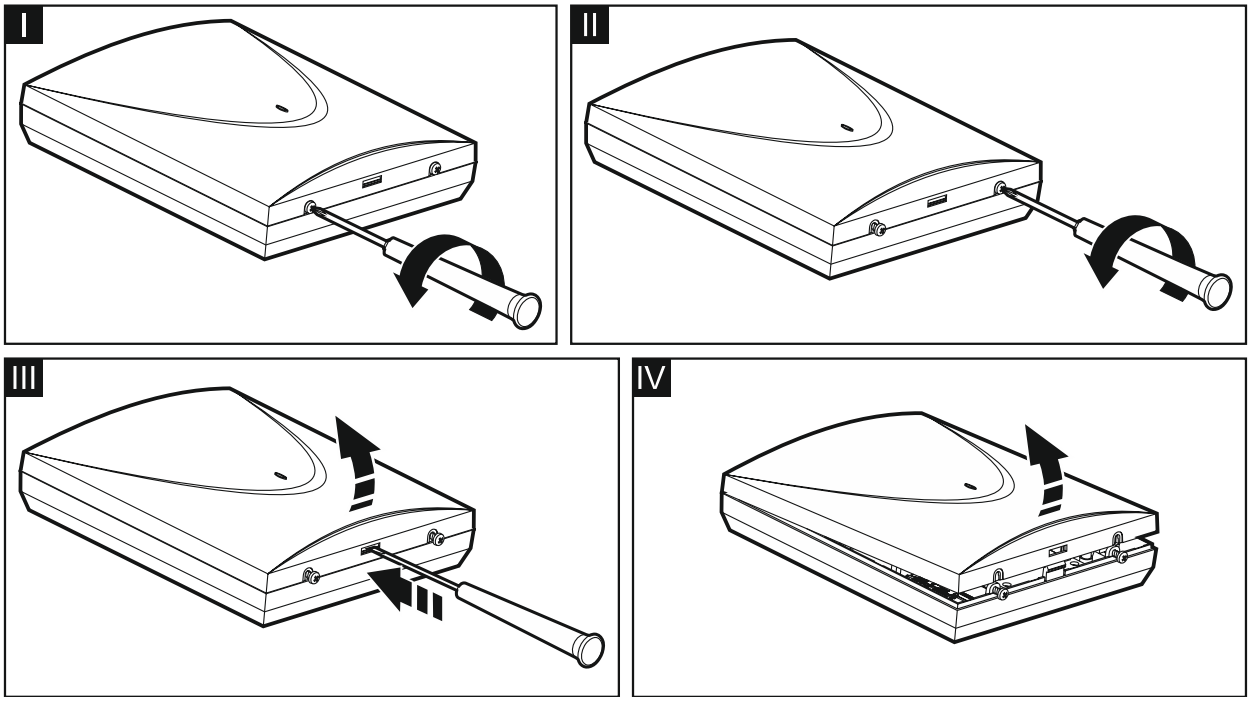

Рис. 5. Открытие корпуса OPU-1A.
1. Слегка выкрутите шурупы, блокирующие крышку корпуса, и снимите ее (рис. 5).